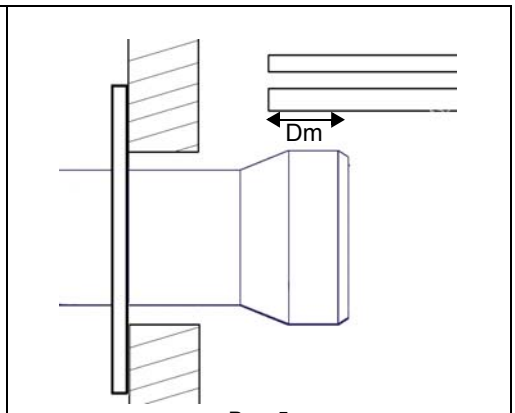

Рис. 5
- Котлы с реверсивной топкой: в этом случае сопло должно входить в камеру сгорания на 50-100 мм., относительно плиты с трубной связкой. (Рис. 5)